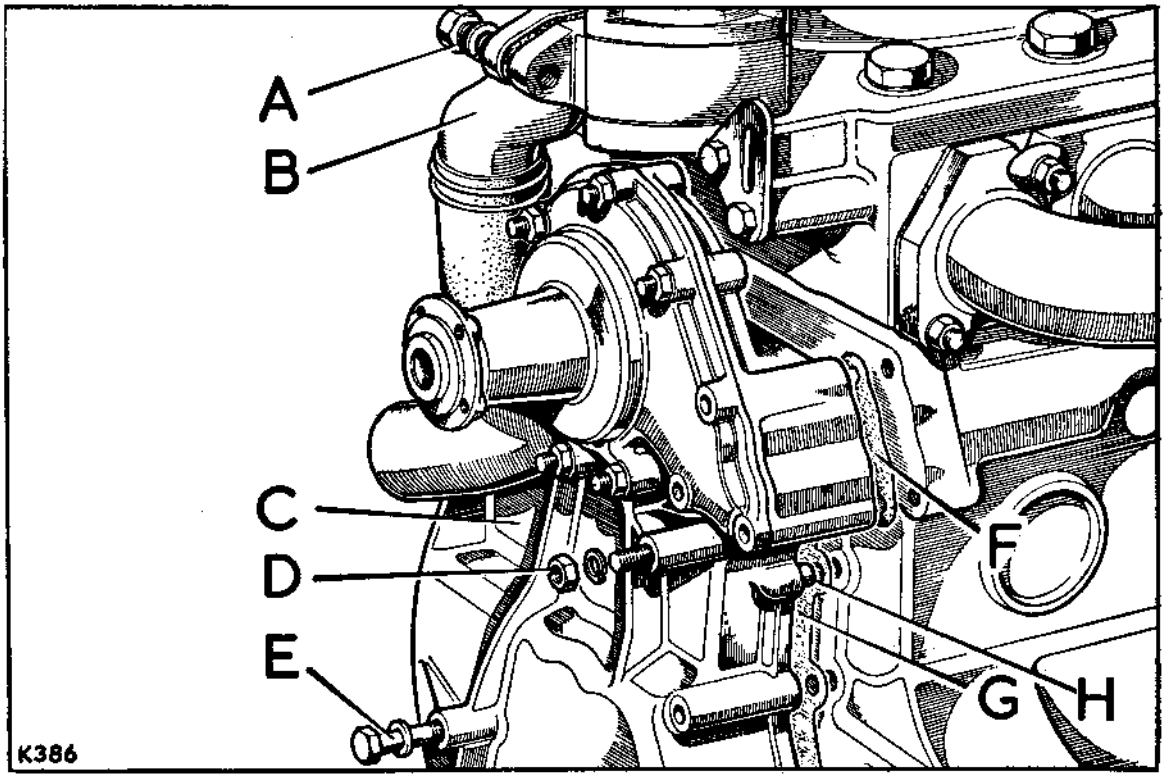

**Fig. A2-101. Front cover and bracket fixings**
3. Continue the refitting by reversing the removal procedure, noting that the front cover is located to the cylinder block by dowels, Fig. A2-101 refers.